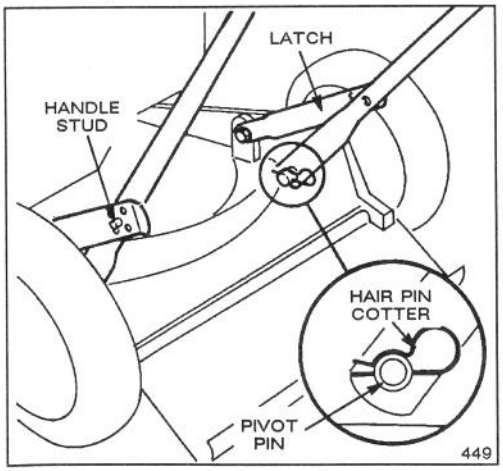

Figure 1
1. LOWER HANDLE (Fig. 1)—Push ends of handle together and install on pivot pins. Move handle and latches backward until handle studs snap into center hole. Push hair pin cotter through holes in pivot pins.